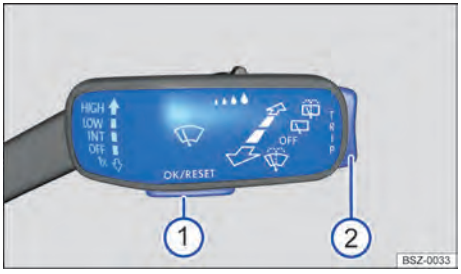

**Fig. 11** En el lado derecho de la columna de dirección: teclas de la palanca del limpiaparabrisas (representación esquemática).
*Vehículos sin volante multifunción:* Mientras haya una advertencia con prioridad 1, no se podrá acceder a ningún menú. Algunas advertencias se pueden confirmar y ocultar con la tecla **OK/RESET** → fig. 11 ①.
2. Si se muestra un mensaje o el pictograma de un vehículo, pulse la tecla **OK/RESET** → fig. 11 ①; si es necesario, varias veces.
3. Para visualizar los menús → pág. 22 o para volver a la selección de menús desde un menú o una indicación informativa, mantenga presionada la tecla basculante TRIP → fig. 11 ②.
4. Para cambiar de un menú a otro, pulse la parte superior o inferior de la tecla basculante TRIP → fig. 11 ②.
5. Para abrir el menú o la indicación informativa que se muestre, pulse la tecla **OK/RESET** → fig. 11 ① o espere unos segundos hasta que dicho menú o dicha indicación se abra automáticamente.
te TRIP → fig. 11 ② hasta que se marque la opción de menú deseada.
2. Para realizar las modificaciones deseadas, pulse la tecla **OK/RESET** → fig. 11 ①.